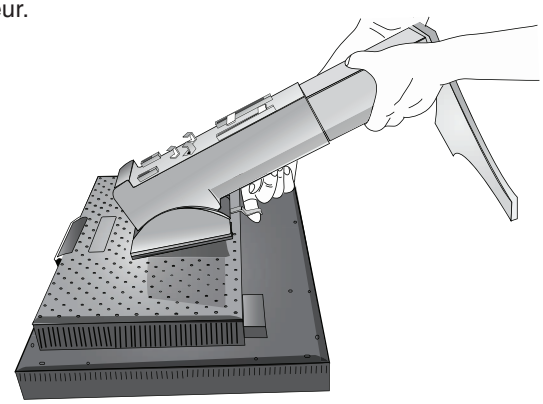

Figure S.3
5. Soulevez la base du support pour le décrocher du moniteur (**Figure S.3**). Le moniteur peut maintenant être monté d'une façon différente. Inversez cette procédure pour fixer à nouveau le support.